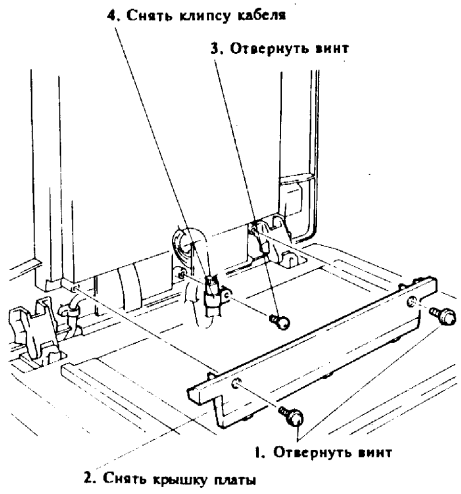

Рис.2 Снятие крышки платы стекла оригинала
(3) Установить плоскую крышку разъемов на заднюю крышку.
(4) Снять крышку платы стекла оригинала и снять клипсу кабеля (рис.2).